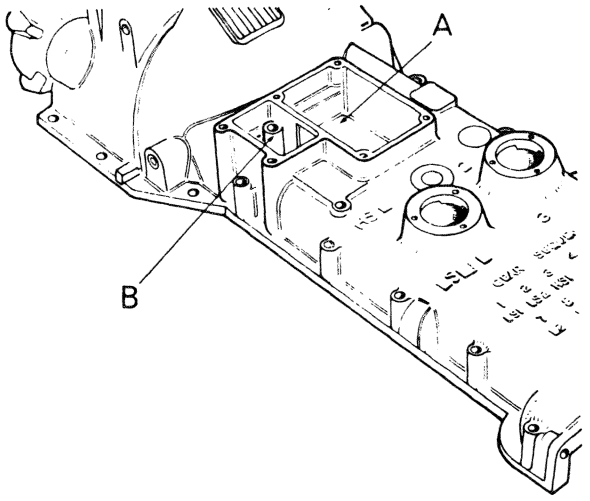

Figure 45. GEARBOX COVER – 3800 TRACTORS
10. Remove starter and take the bolts from gearbox cover: 17 bolts to frame, 5 bolts through rear axle. **Note that one of the gearbox cover bolts is inside the steering-box cavity.** (Fig. 45.)